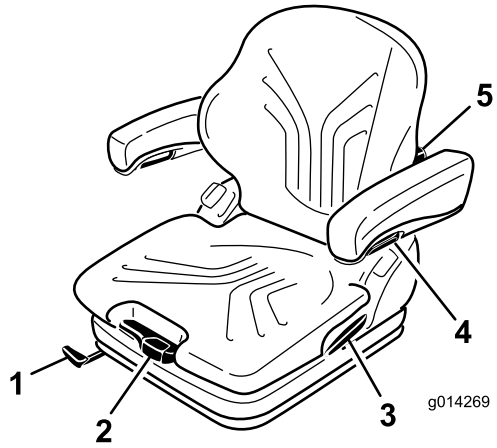

Figura 31
El asiento se ajusta para el peso del conductor tirando o presionando la palanca de ajuste de peso (Figura 31).
1. Para ajustar, levante la palanca para desbloquear el asiento (Figura 31).
Gire el pomo de ajuste hasta arriba para ajustar la curvatura de la parte superior del cojín del respaldo. Gire el pomo hasta abajo para ajustar la curvatura de la parte inferior del cojín del respaldo (Figura 31).
Para ajustar la altura de los reposabrazos, separe el tapón redondo (Figura 31) de la tapa, afloje la tuerca hexagonal (13 mm) situada detrás de la misma; ajuste los reposabrazos a la posición deseada y apriete la tuerca. Vuelva a colocar el tapón en la tuerca.
Para ajustar el ángulo del reposabrazos, gire el pomo de ajuste (Figura 31).
Tire hacia arriba de la palanca de bloqueo para liberar el cierre del respaldo (Figura 31). Mientras suelta el cierre del respaldo, no aplique carga al respaldo haciendo presión sobre el mismo.